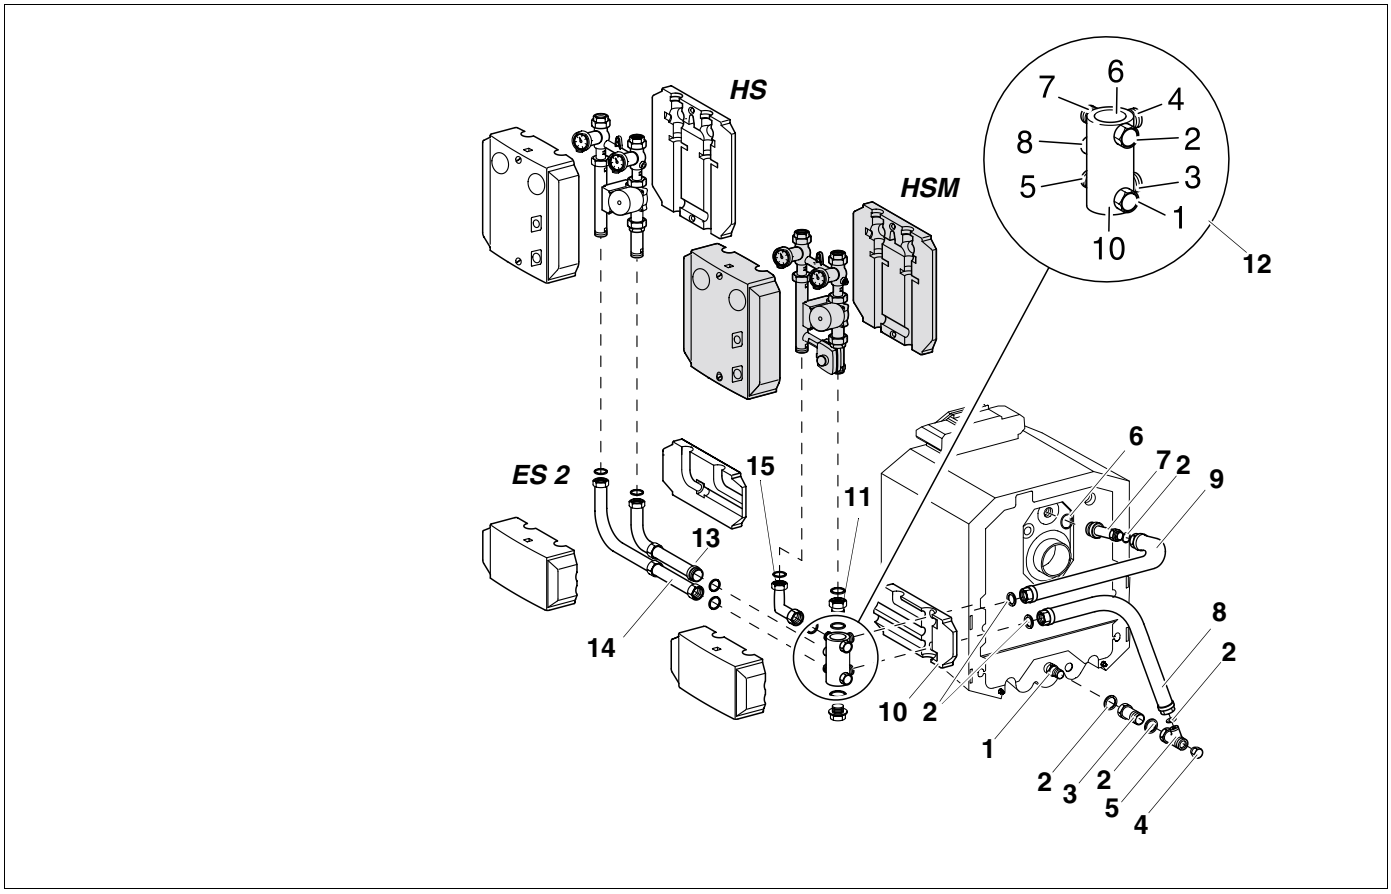

Afb. 9 Zijdelings parallel, rechts van de ketel
Legende voor afb. 9
De nummering van de aansluitingen aan de ingebouwde multifunctionele verdeler moet absoluut overeenstemmen met de nummering in afb. 9, anders stemmen de vertrek- en retouraansluitingen van de ketelzijde niet met de verwarmingskringzijde overeen!
- Schroef de pompgroep met (HSM) of zonder mengklep (HS) conform afb. 9 vast.